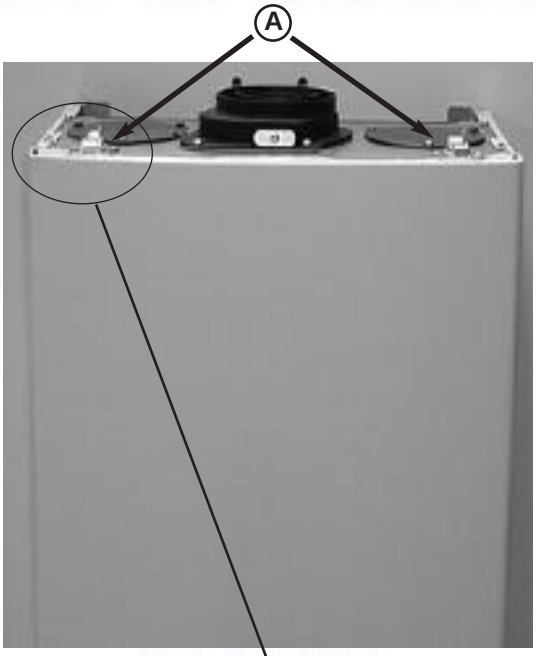

Fig. 45
1. Remove the security screw and unlock the two case locking catches **A** *(see Figs. 45 & 46)*;